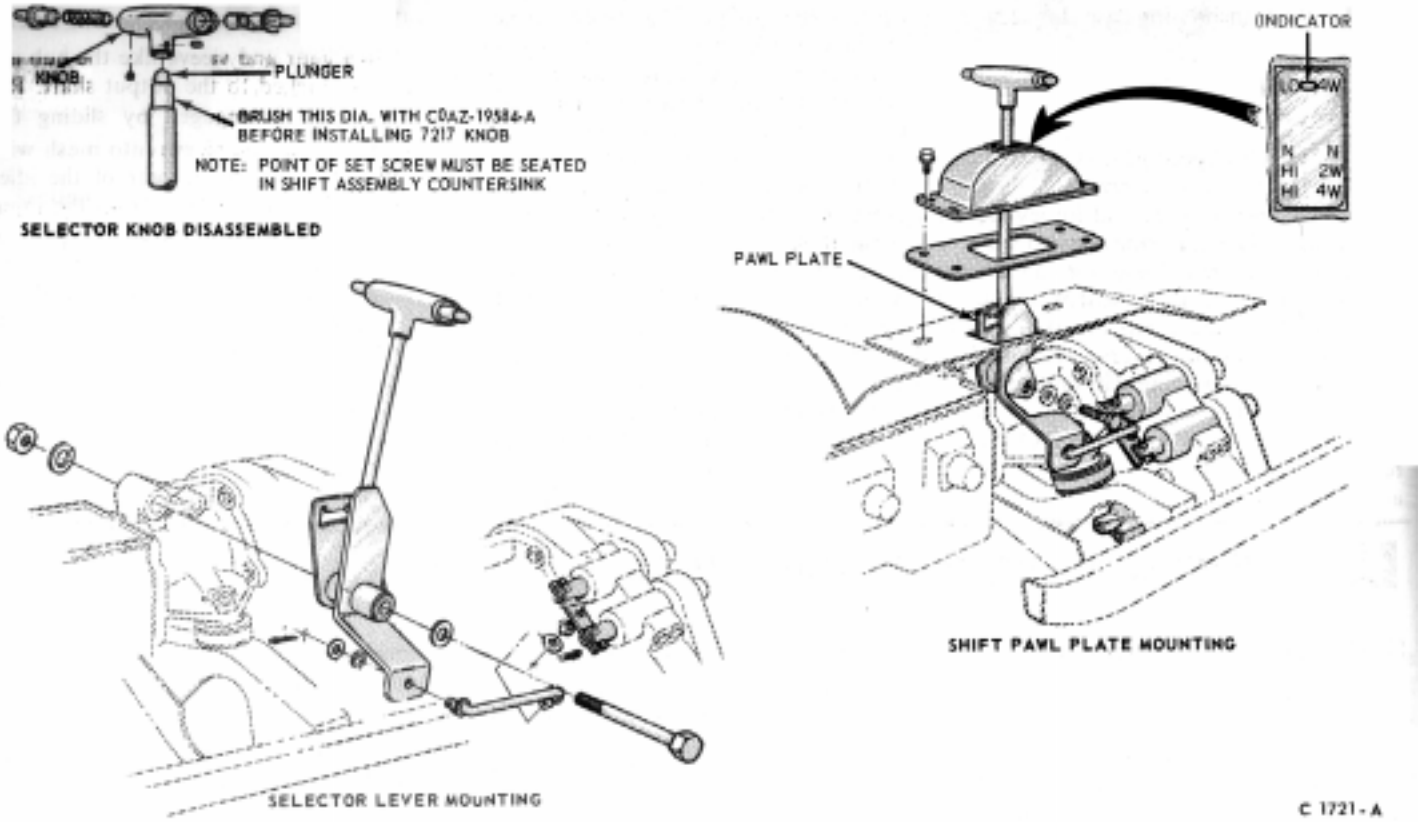

FIG. 5—Shift Lever Details
2. Loosen the pawl plate attaching bolt (Fig. 5).
3. Press inward on the shift rail link (Fig. 5) to be sure that the two shift rails are indexed to their respective detents.
5. Lower the vehicle and check the shift operation. The pawl assembly must index against the sides of the pawl plate notches in all positions. If the pawl assembly (plunger) requires more travel to lock and unlock easily, remove the T-handle (Fig. 5) and rotate the plunger 1/2 turn counterclockwise.